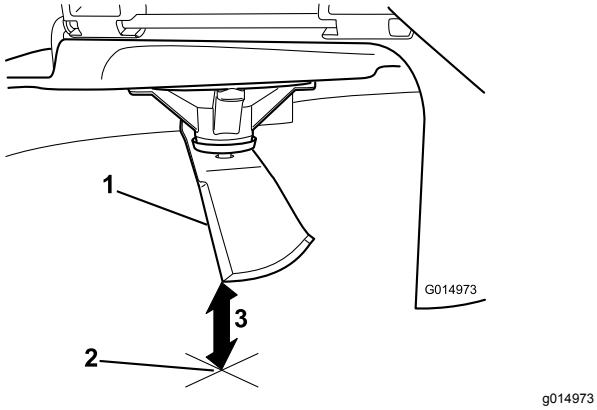

Figure 53
3. Mesurez la distance entre la pointe de la lame et la surface plane (Figure 53).